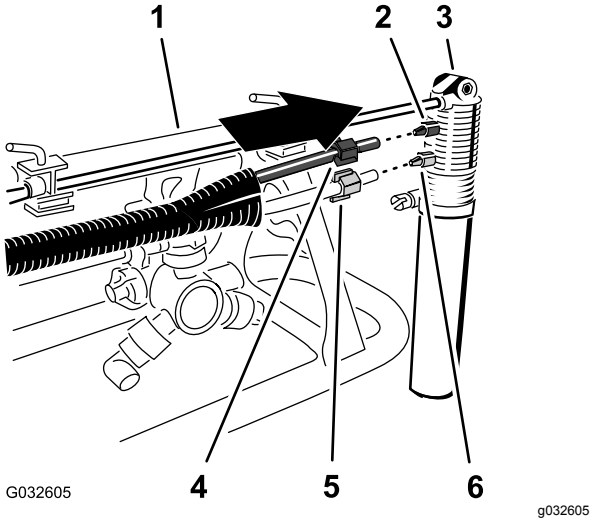

Rysunek 23
1. Nasuń niebieską nakrętkę ściskającą na końce niebieskiego przewodu rurowego, a białą nakrętkę na przezroczysty przewód (Rysunek 23).
2. Przyłóż koniec przezroczystego przewodu z białą nakrętką ściskającą do białego złącza dyszy znacznika pianowego, po czym dokręć nakrętkę ściskającą palcami (Rysunek 23).
3. Przyłóż koniec niebieskiego przewodu z niebieską nakrętką ściskającą do niebieskiego złącza dyszy znacznika pianowego, po czym dokręć nakrętkę ściskającą palcami (Rysunek 23).